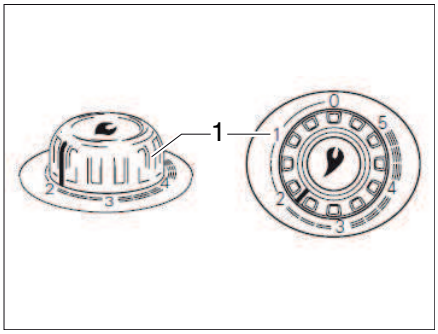

Fig. 98 Hot-air heater control knob
- Turn the control knob on the heater (Fig. 98,1) to the required position and press down to its stop limit.
- Turn the control knob at the heater (Fig. 98,1) to "0". The automatic ignition is switched off simultaneously.